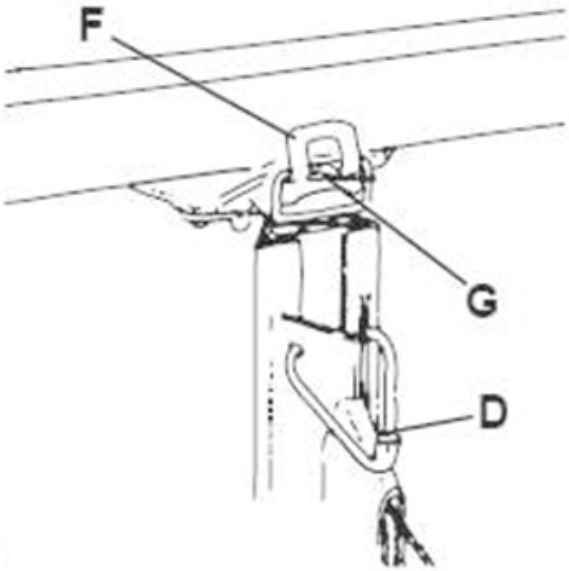

FIG. 5
- Assicurare bene il supporto al telaio per evitare che si rompa il fermo di inclinazione (fig.5), quindi agganciarlo sul perno (fig.5).